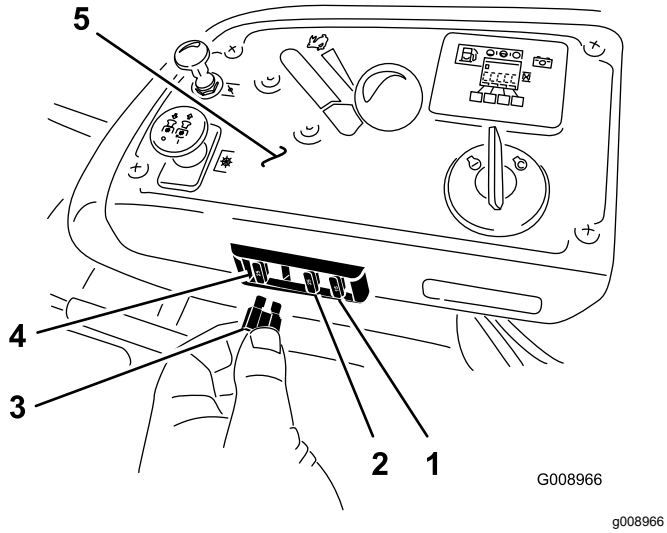

Figur 69
Sikringerne er placeret på konsollen til højre for sædet (Figur 69).
2. Isæt en ny sikring (Figur 69).